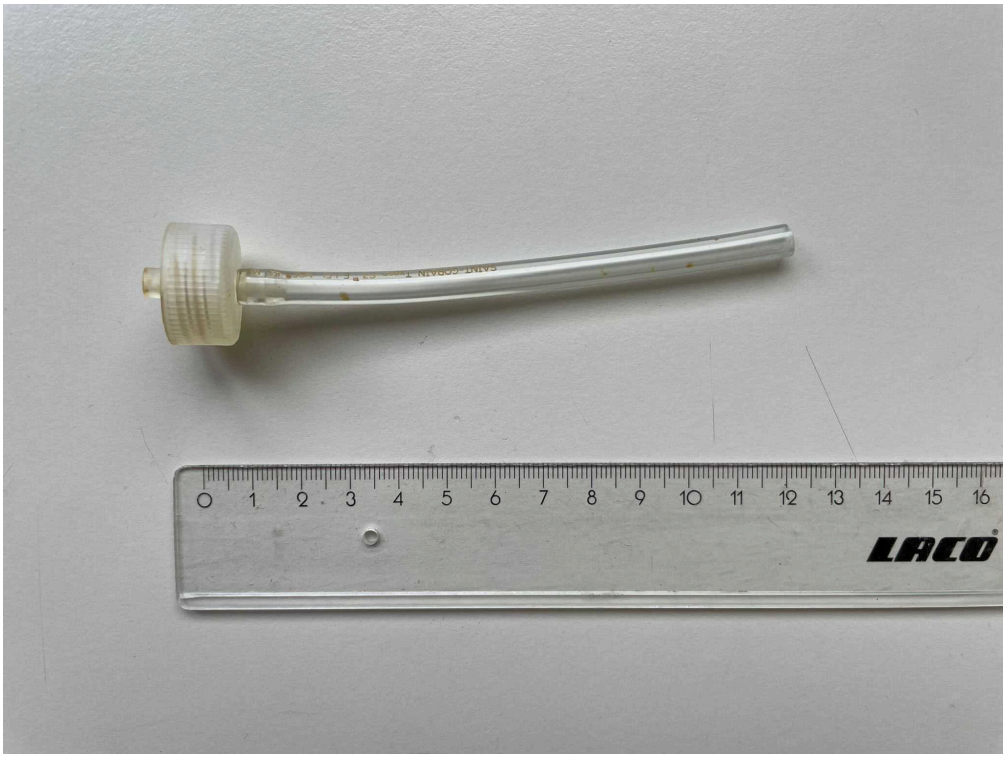

Figure 2: 15 mL Falcon tube adapter
- **1.1.6 Assemble the 15 ml Falcon tube adapters by connecting the tubing (Tygon E-LFL Pump Tubing: SA-AVX42007 from Darwin Microfluidics). Place the assembled 15 ml Falcon tube adapters (Figure 2) in a box (*Box on the video protocol: 4:07)* and sterilize them by autoclaving.**